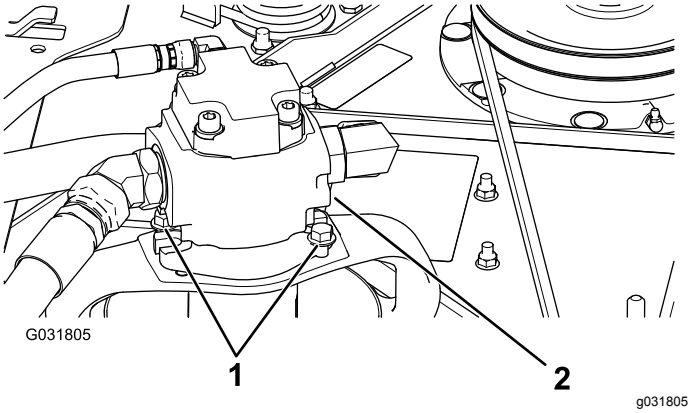

**Figur 128**
5. Fjern boltene, som fastholder hydraulikmotoren på plæneklipperskjoldet (Figur 128).
3. Fjern boltene, som fastholder hydraulikmotoren på plæneklipperskjoldet (Figur 128).